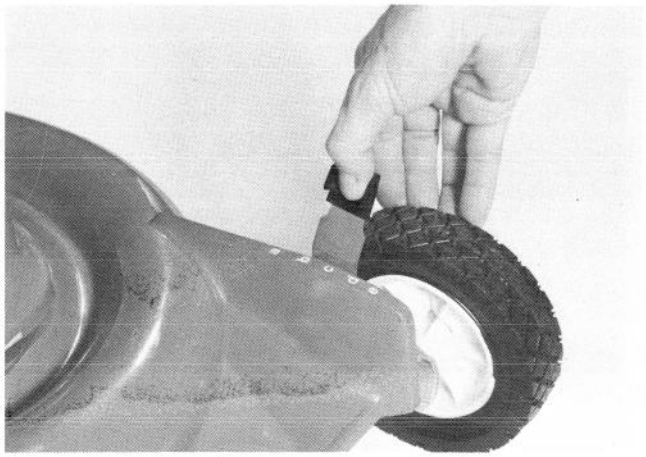

Figure 17
1. Place thumb against inside of pivot arm knob and fingers on outside of wheel (Fig. 17).